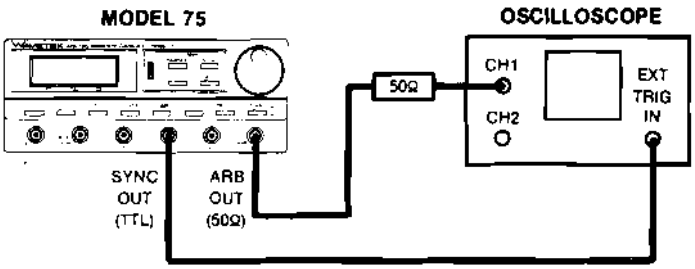

Figure 5-5. Output Waveform Verification Equipment Connection
1. Interconnect the Model 75 and test equipment as shown in figure 5-5. Use the 50Ω termination with the carbon element in this step.